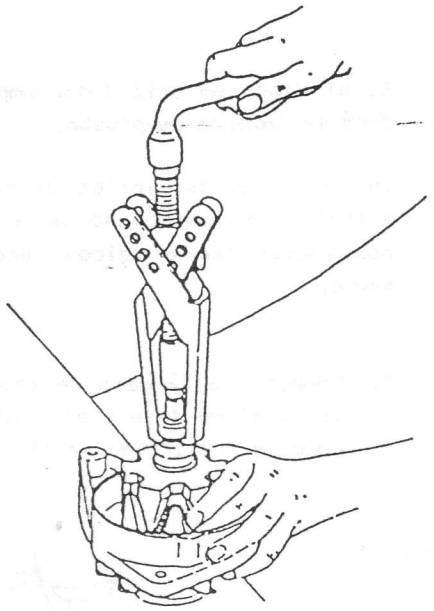

Fig. 10.19
2.- Retire el rodamiento posterior usando un extractor de dos ganchos (Fig. 10.19).